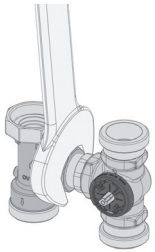

Fig. 15
1. Desfaceți piulița olandeză de la baipas cu ajutorul unei chei de mărimea 52 (fig. 15).